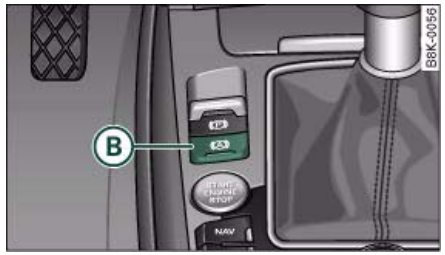

Fig. 133 Detail of the centre console: Button for Audi hold assist
– Press button (B) ⇒ fig. 133 in the centre console to switch on the Audi hold assist function. The indicator lamp in the switch will light up.
– Press button (B) ⇒ fig. 133 to switch off the Audi hold assist function. The indicator lamp in the switch will go out.
– If you press button (B) while the vehicle is being held by the Audi hold assist function, the electro-mechanical parking brake (P) will automatically take over. The parking brake will not take over if the foot brake is applied simultaneously.
– Audi hold assist is switched off automatically if you open the driver's door, unbuckle the seat belt or switch off the engine. If this happens when the green symbol (P) is displayed in the instrument cluster, the parking brake will be applied automatically to ensure that the vehicle is parked safely.